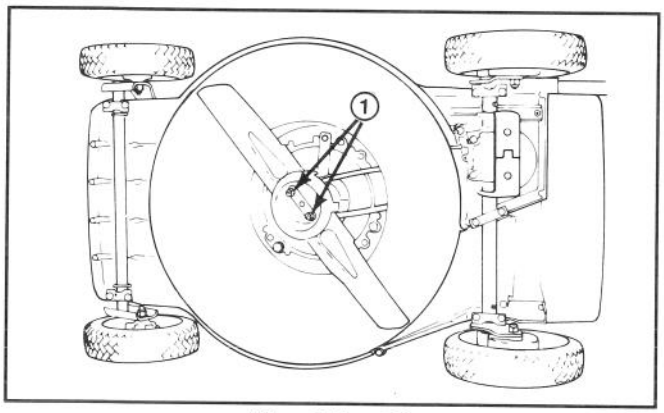

Afbeelding 23
3. Leg de maaier op zijn rechter zijde (Afb. 23). Zorg dat het mes niet draait daar dit tot problemen bij het starten kan leiden.
5. VERWIJDEREN VAN HET MES—Pak het mesuiteinde met een doek of dikke gewatteerde handschoen. De 2 moeren, 2 sluitringen, afdekkop en snijmes verwijderen (fig. 23 en 25).